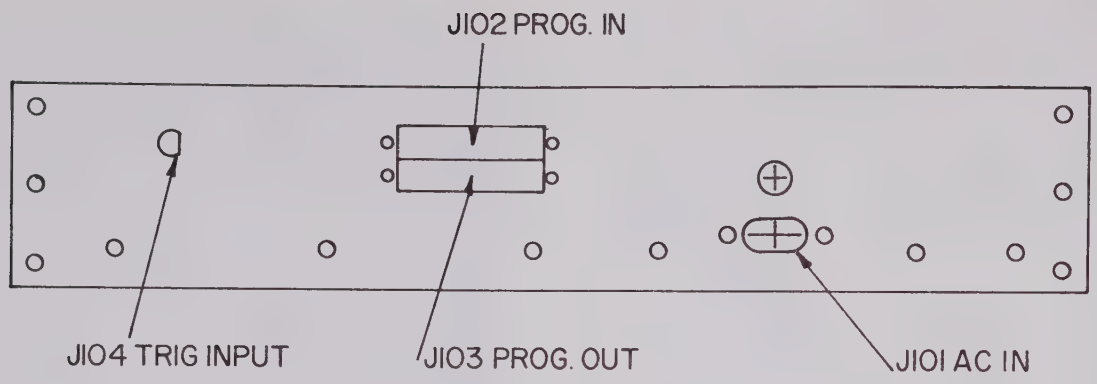

Figure 2-15 Model 1011 Rear Panel Connections
a. General Interface Considerations. All interface connections (except the probe cable connections) are on the rear panel (See Figure 2-15). All programming is done via the System 1010. Connectors J102/J103 on the Model 1011 Probe Multiplexer are loopthrough programming connectors that allow the program lines to be connected to up to five cascaded Model 1011's and to other units.